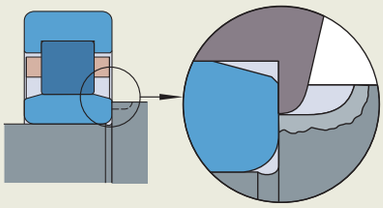

Fig. 9
- orificios roscados en los resaltes del soporte para poder utilizar pernos en el desmontaje (**fig. 9**)